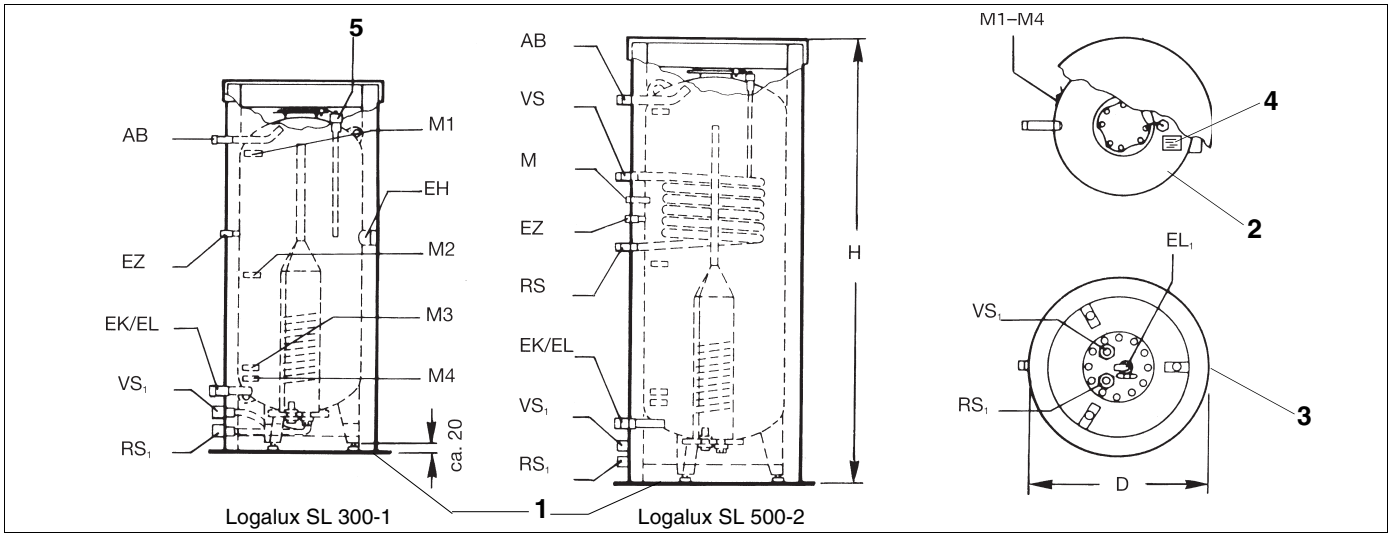
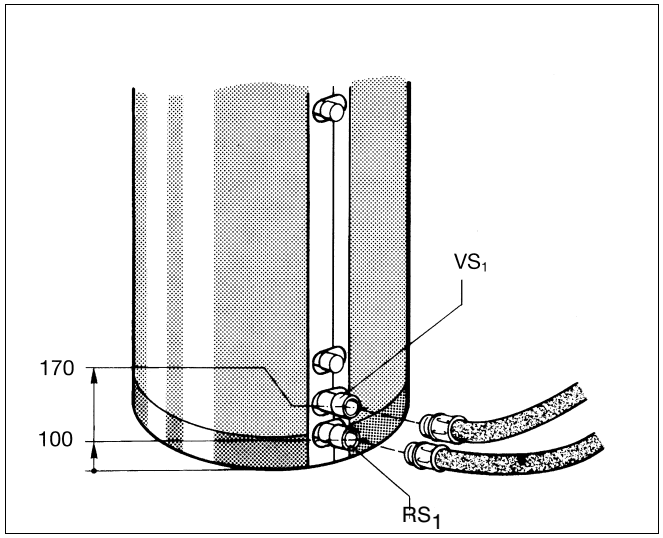

Afb. 1 Voor-, boven- en onderaanzicht
Afb. 7 Aansluitingen
De boilers Logalux SL 300-2 - 500-2 onderscheiden zich van de boilers Logalux 300-1 door een bijkomende verwarmingsspiraal als warmtewisselaar (afb. 1).
Legende voor afb. 1:
- De markering op de aansluiting VS_1 (boilervertrek zonne-energie) is rood, en die van de aansluiting RS_1 (boilerretour zonne-energie) is blauw (afb. 1) en (afb. 7).
Legende voor afb. 7: